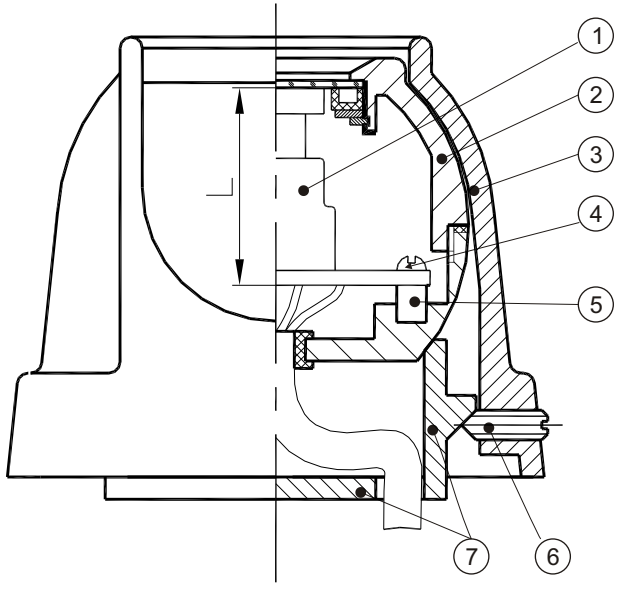

Рис.1 Устройство гермокожуха
1. Подготовка гермокожуха к монтажу (рис.1).